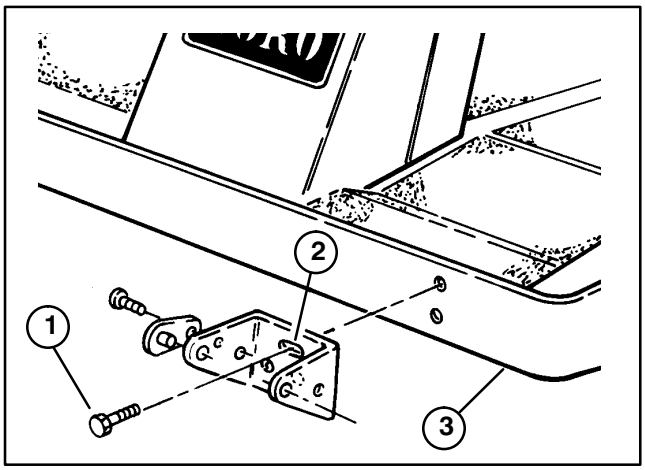

Figure 9
3. To install the mounting brackets, insert (2) 3/8−16 x 1" lg. flangehead capscrews through the slotted bracket holes. Thread the screws into the captivated frame nuts and torque to 45−50 ft−lb (Fig. 9).